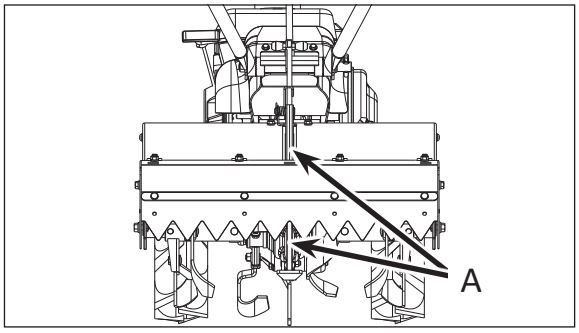

Bild 23
- Tiefenbegrenzer Abb. A Bild 23